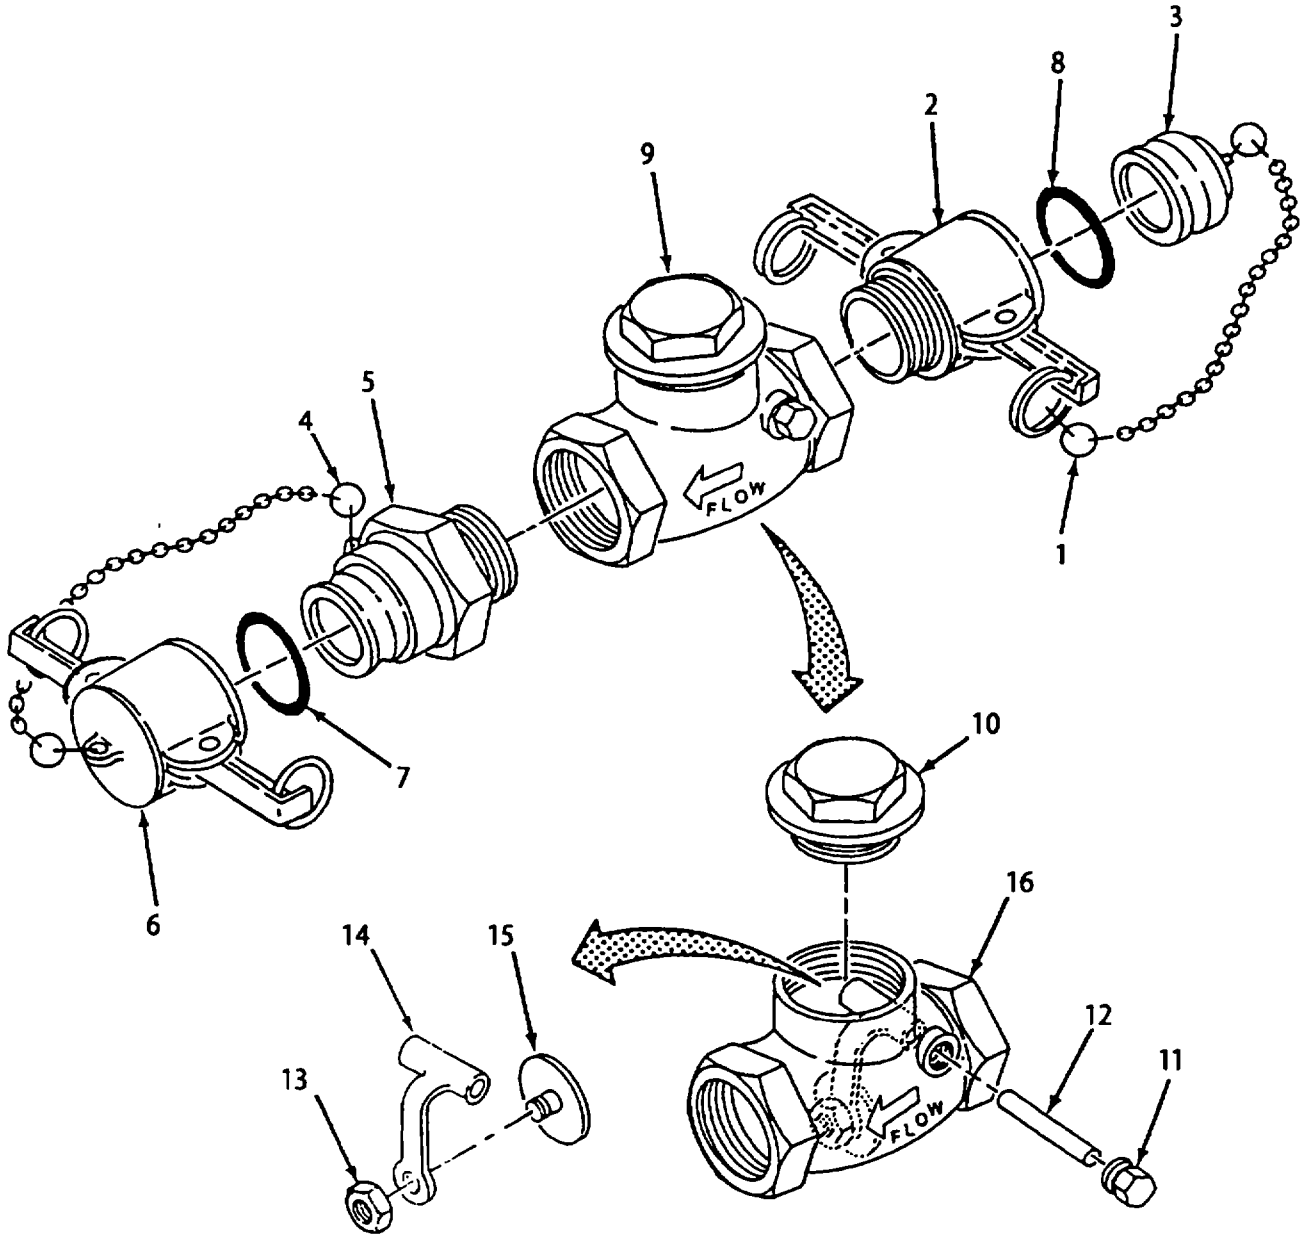

Figure 4-11. Check Valve Assembly (2-Inch) Repair
a. Disassembly. Refer to Figure 4-11.
(1) Disconnect split ring (1) from female coupling (2) and remove dust plug (3).
(2) Disconnect split ring (4) from male coupling (5) and remove dust cap (6).
(3) Remove gasket (7) from dust cap (6).
(4) Remove gasket (8) from female coupling (2).
(5) Place check valve assembly in vice.
(6) Remove male coupling (5) from assembly valve (9).
(7) Remove female coupling (2) from assembled valve (9).
(8) Remove cap (10) from body (16).
(9) Remove plug (11) from body (16).
(10) Pull pin (12) out from body (16) and lift out lever (14) and attached parts.
e. Assembly. Refer to Figure 4-11.
(1) Position disc (15) on lever (14) and secure with nut (13).
(2) Lower lever (14) and attached parts into body (16). Make sure sealing surface of disc (15) is positioned as shown.
(3) While alining hole in lever (14) with hole in body (16), insert pin (12) through body and lever. Make sure pin is fully seated.